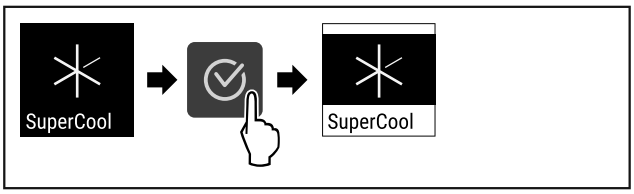

Fig. 73
▶ Suivre les étapes (voir Fig. 73) .